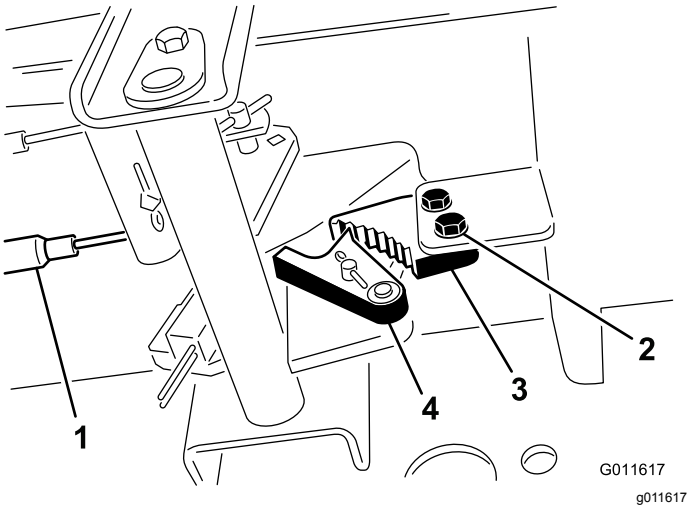

Figuur 64
1. Draai de 2 schroeven los waarmee de pal van de parkeerrem is bevestigd aan het frame (Figuur 64).
2. Trap het pedaal van het parkeerrem naar voren totdat de remvergrendeling de rempal geheel vastgrijpt (Figuur 64).